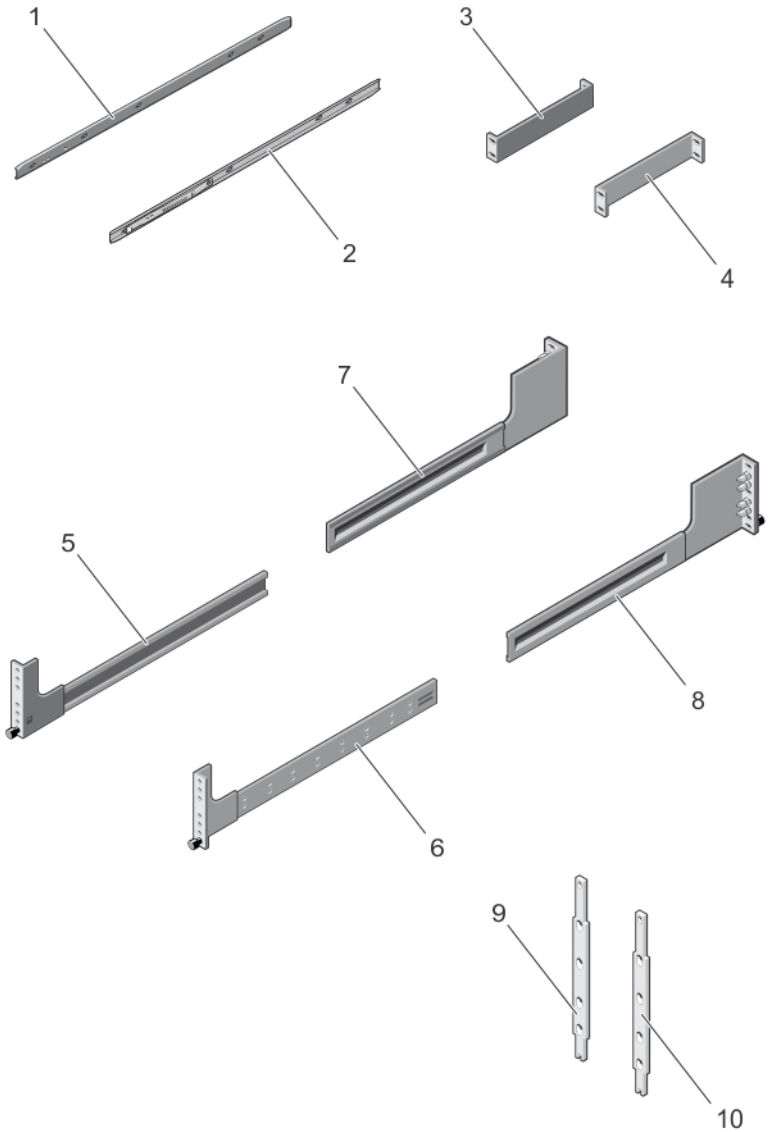

Figure 10. Dell ReadyRails for 2- and 4-Post Racks
- Chassis rails that fit on the left and right sides of a C9010 chassis (items 1 and 2 in Figure 10)
- Left and right rail brackets that fit into the front rails on 2-post racks (items 3 and 4 in Figure 10)
- Front rails for the left and right posts of 2- and 4-post racks (items 5 and 6 in Figure 10)
- Rear rails that fit into the left and right front rails on 4-post racks (items 7 and 8 in Figure 10)
- Two spacers that allow you to secure the chassis flanges flush on the front rack posts (items 9 and 10 in Figure 10)
a. Remove the front and rear parts of the left 4-post rail (items 5 and 7 in Figure 10) from the Dell ReadyRails kit and slide the parts together. (The front and rear parts of a rail may arrive pre-assembled.)
- Remove the two chassis rails (items 1 and 2 in Figure 10) from the Dell ReadyRails kit.
3. Attach a spacer (items 9 and 10 Figure 10) to the back of each chassis flange. The spacers allow the flanges to be attached flush to each rack post.
1. Locate the front rack rails in the Dell ReadyRails kit (items 5 and 6 in Figure 10).
- For a 2-post rack, take out the left and right rail brackets (items 3 and 4 in Figure 10) and slide them into the front rails.
- For a 4-post rack, take out the left and right rear rails (items 7 and 8 in Figure 10) and slide them into the front rails. (The front and rear parts of a rail may arrive pre-assembled.)